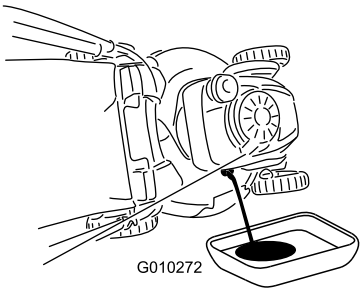

Figur 41
7. Tip maskinen over på siden med oliepåfyldningsrøret nedad, så den brugte olie kan løbe ud gennem oliepåfyldningsrøret ned i olieaftapningsbakken (Figur 41).